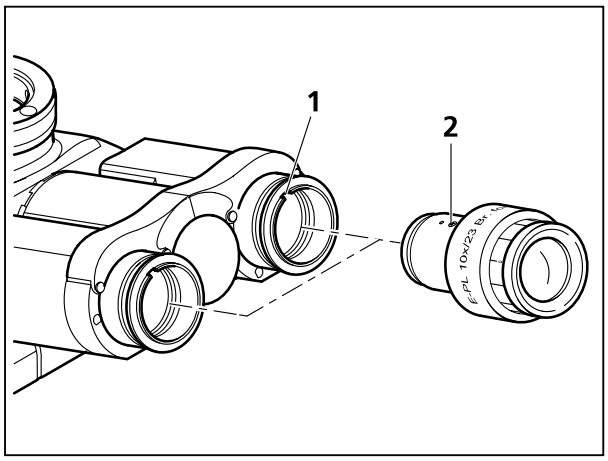

Bild 3-5 Okulare E-PL 10x/23 Br. foc. Pol in den binokularen Fototubus mit Strichplattenaufrichtung einsetzen
- Zum korrekten Gebrauch der Okulare in Verbindung mit dem binokularen Fototubus muss das Okular so in den Okularstutzen eingeführt werden, dass die Orientierungsschraube des Okulars (Bild 3-5/**2**) in der Orientierungsnut (Bild 3-5/**1**) des Fototubus sitzt.